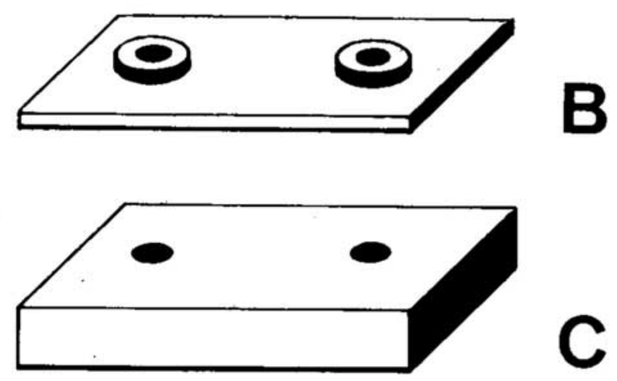

Figura 19
3. Come discritto più avanti, gli spaziatori A e B, hanno funzioni addizionali, quindi deve essere seguito lo schema di assemblaggio indicato in figura 19.